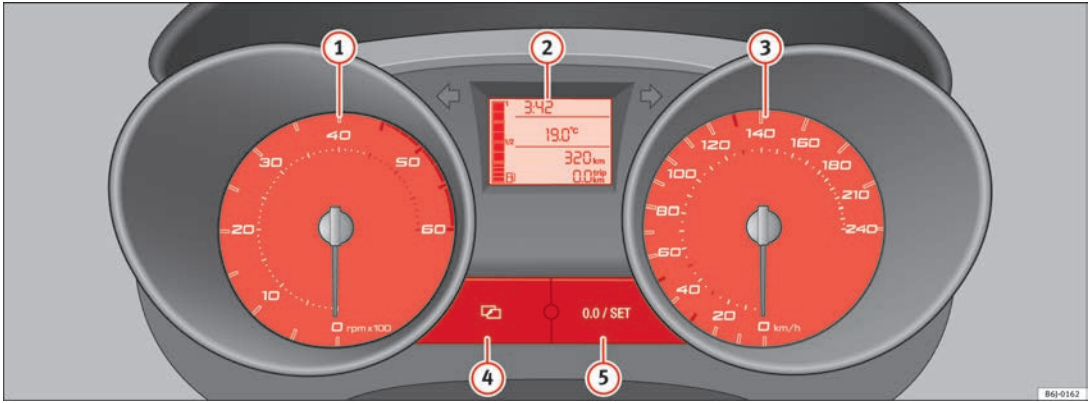

Fig. 30 Detailed view of the dash panel: instrument panel
The start of the red zone ⇒ fig. 30 (1) indicates the maximum engine speed operating at service temperature. However, it is advisable to change up a into a higher gear, move the selector lever to D or lift your foot off the accelerator before the needle reaches the red zone.
– To set the hour, press button (4) ⇒ fig. 30. The “hour” option flashes on the digital display and is set using button (5) “set” ⇒ fig. 30.
– To set the minutes, press button (4) again and select the minute option. Set from button (5) “set”.